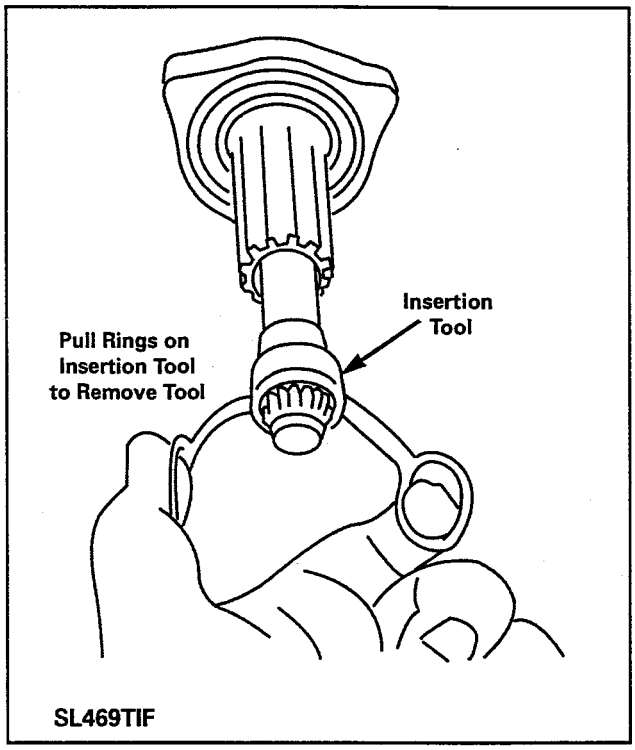

Figure 7-7f
7. Pull the rings with the insertion tool to remove, thus leaving the new oil seal on the drive shaft ***(Figure 7-7f)***.